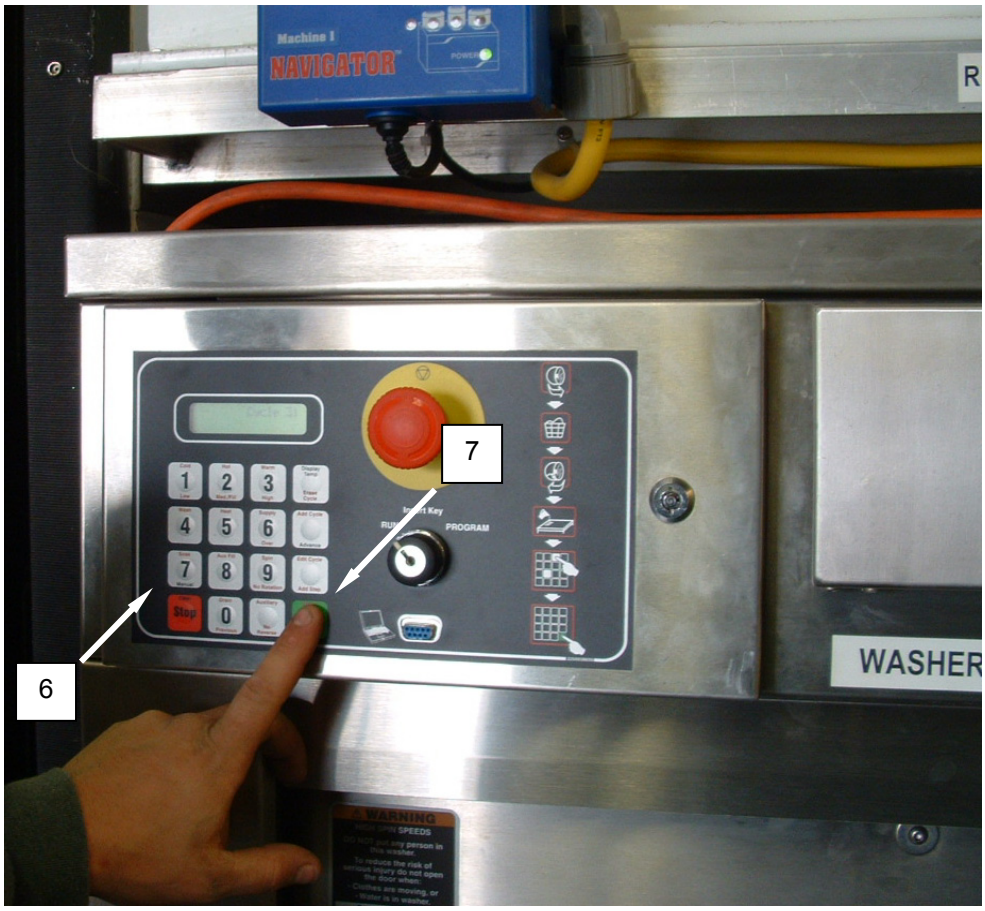

Figure 6. Nanofilter Cleaning Procedure – Start Cycle 70 on Washers.
8. Enter cycle 70 on each washer by pressing (do not punch) the numbers on the keyboard **(Figure 6, Item 6)** and note that this number is displayed as “Cycle 70”.
9. Press the “START” key **(Figure 6, Item 7)** on each washer.